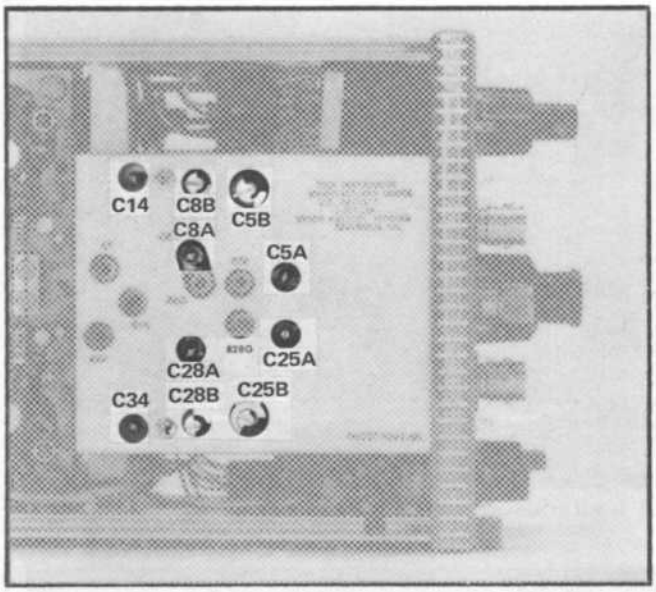
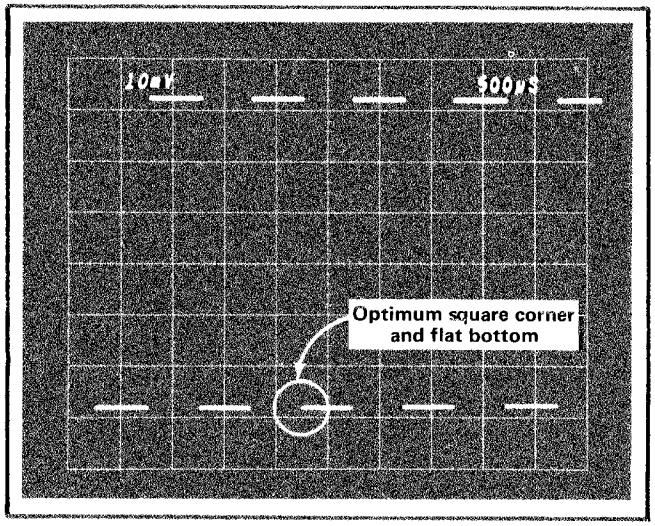

Fig. 5-13. Adjustment locations used in the Attenuator Compensation Adjustment procedure.
Fig. 5-14. Checking for optimum — INPUT waveform at sweep rate of 0.5 ms/div.
Fig. 5-12B through 5-12E are some waveform examples obtained when the adjustments were misadjusted. Fig. 5-13 shows the location of the adjustments.
h. CHECK—The waveform should have a flat bottom as illustrated in Fig. 5-14. Aberrations should not exceed ±1% or ±0.06 division for a 6 division peak-to-peak display.
i. ADJUST—The — INPUT shunt capacitance C34 and the atttenuator adjustments listed in Table 5-6 for a square lower front corner and flat bottom (see Fig. 5-14). The procedure used here is similar to the procedure used in performing step 18. Fig. 5-13 shows the locations of the adjustments.